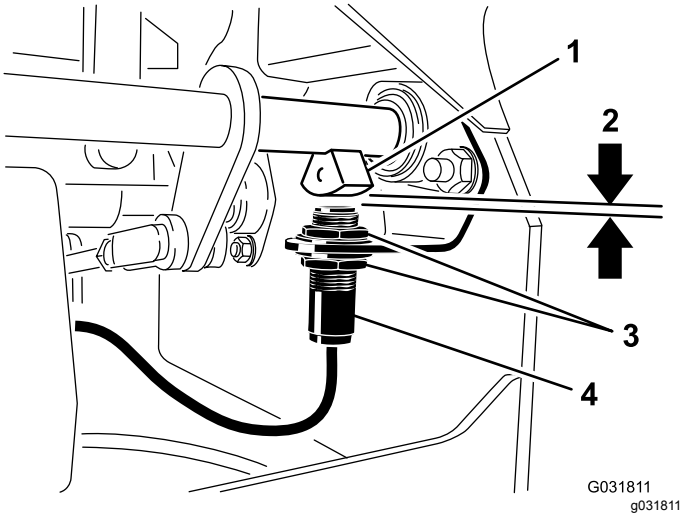

**図 45**
4. ブレーキシャフトセンサーとインタロックスイッチのプランジャとの距離が 4 mm になるように、スイッチの位置を上下させて 図 45のように調整する。